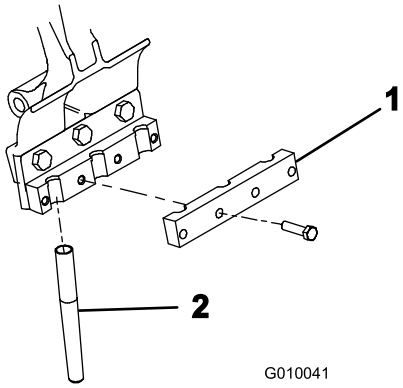

Figure 24
4. Montez un serre-louchets sur chaque porte-louchets au moyen de 4 vis (3/8 x 1-1/2") (Figure 24), sans les serrer. Ne serrez pas les vis.